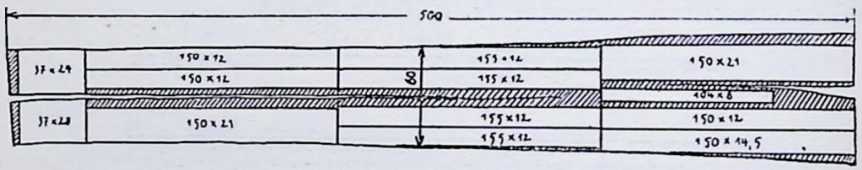

Abb. 53.
34. Aus einem Brett (Abb. 53) von 5 m Länge, 60 cm Breite und 20 mm Stärke werden die mit Maßen bezeichneten Teile zugeschnitten. Zur